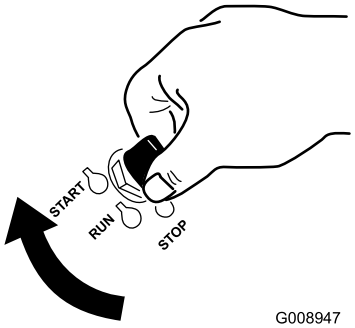

Figur 17
1. Vrid tändningsnyckeln till startläget (Figur 17). Släpp nyckeln när motorn startar.
6. Vrid tändningsnyckeln till startläget (Figur 17). Släpp nyckeln när motorn startar.